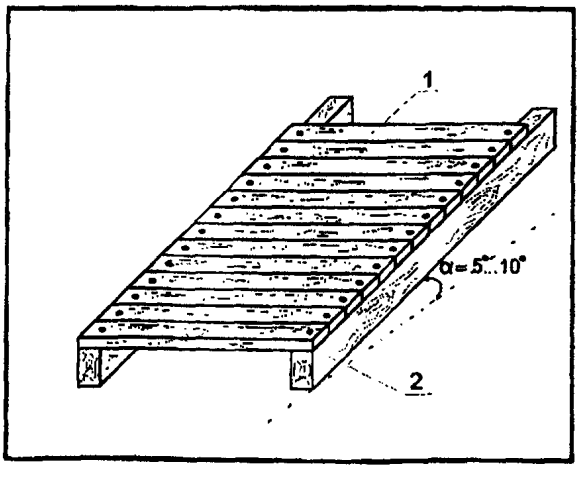

Рисунок 1.
2.4.1. При уклоне крыши от 1\11 до 1\6 (5÷10 градусов) выполняют сплошную обрешетку из доски толщиной 32 мм или фанеры толщиной 15 мм. (рис. 1).